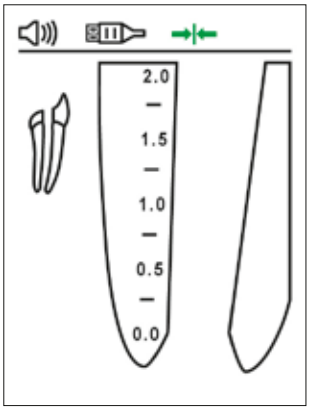

Afbeelding 4
- Het symbool “Verbinding” moet in de statusbalk van het display verschijnen, wat aangeeft dat de kabel correct is aangesloten (afb. 4).